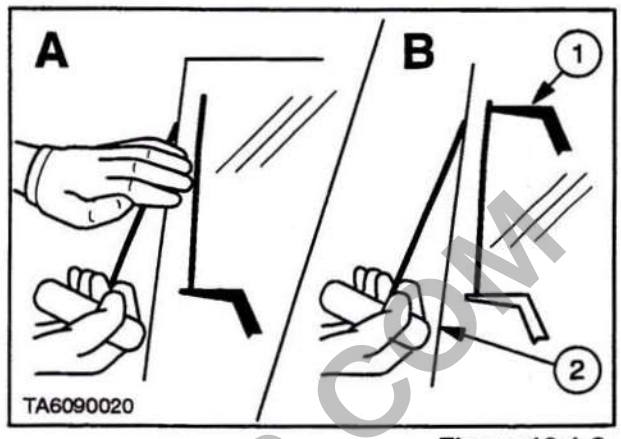

Figure 10-1-3
6. Anchor end of tool in adhesive and pull handle, see Figure 10-1-3 (A), guiding wire close to glass edge. Pull end of tool (1) from the adhesive bead (2) and reposition further along the bead, Figure 10-1-3 (B). Use long cutting strokes on straight edges to reduce risk of wire breakage and short cutting strokes at corners to avoid breaking glass (two man operation).